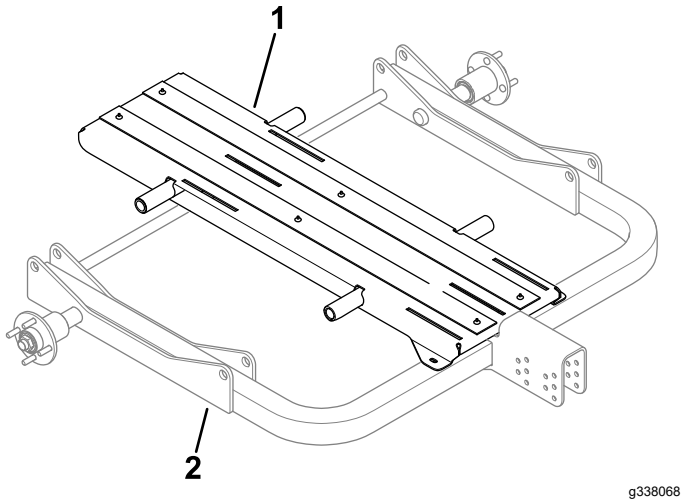

Figuur 18
1. Plaats de middelste steun op het hoofdframe (zie Figuur 18).